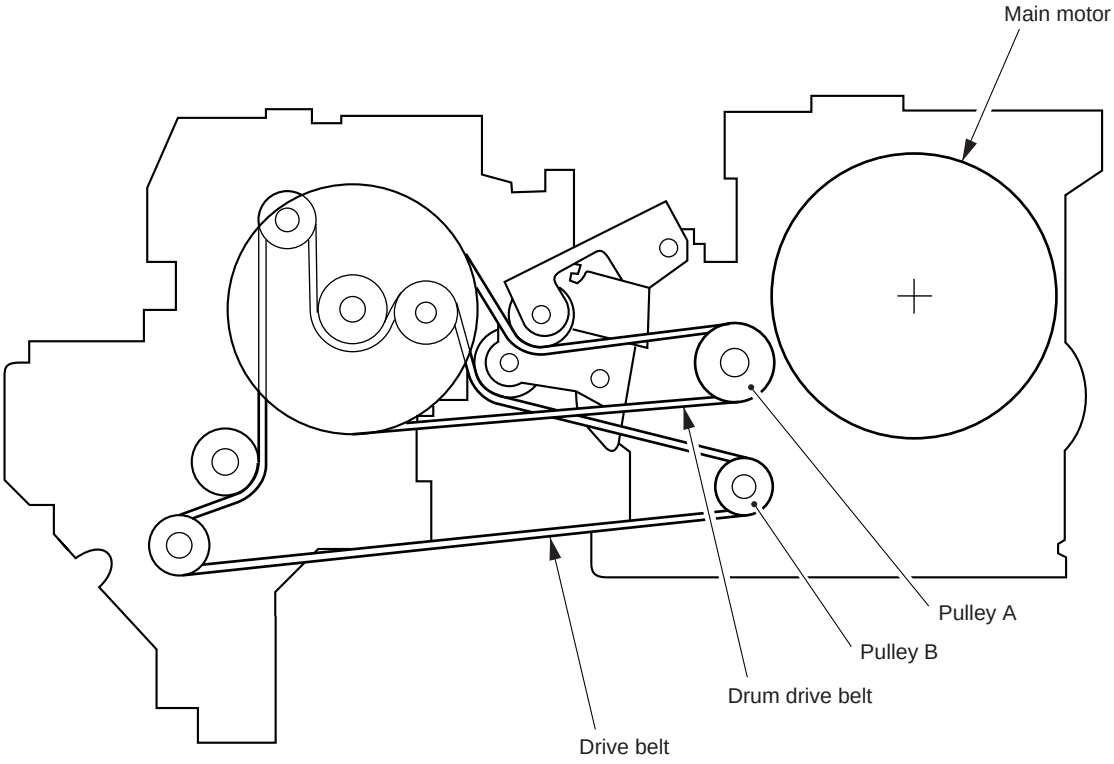

Figure 7-424
8) Remove the six screws ⑫, and detach the timing belt from pulleys A and B (Figure 7-424); then, remove the main drive assembly ⑬.